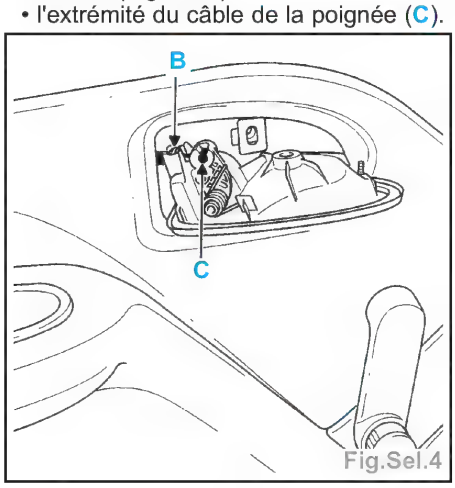

Fig.Sel.4
- l'arrêt de gaine (B) du câble de commande (Fig.Sel.4),
- l'extrémité du câble de la poignée (C).